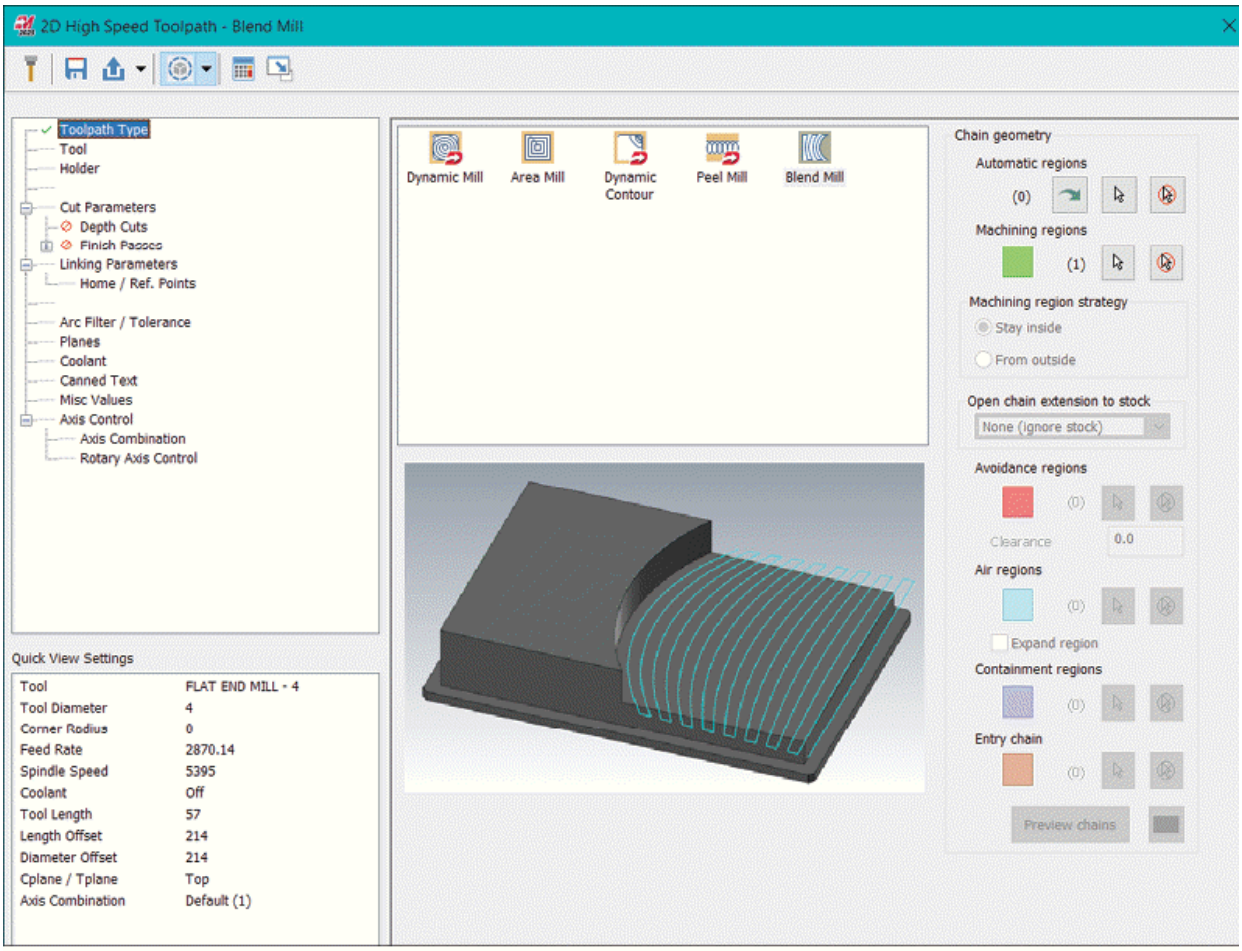

Figure-51. 2D Highspeed Toolpath-Blend Mill
- Click on the **OK** button from the dialog box. The **2D High Speed Toolpath - Blend Mill** dialog box will be displayed; refer to Figure-51.